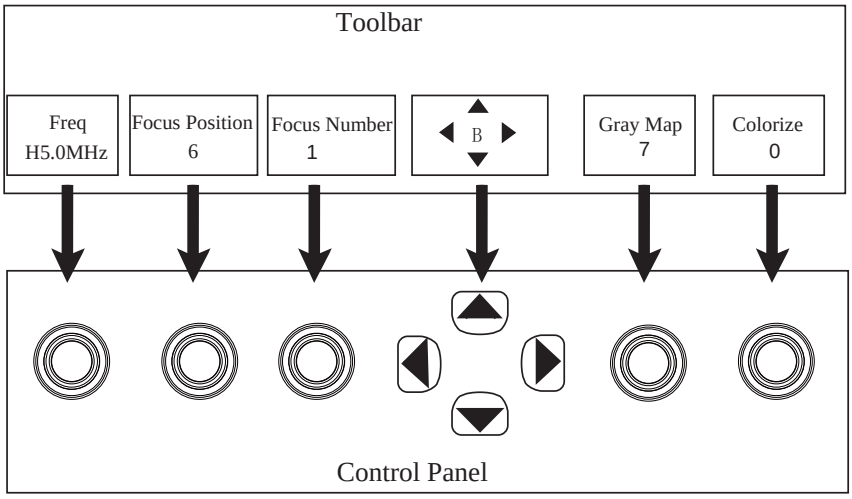

Figure 6-2 Parameters Adjustment in the B Mode
- Select the B mode parameter in the toolbar at the bottom of the screen, as shown in Figure 6-2. This method is taken as example in this section to introduce steps of optimizing B mode image. The main steps are as follows.